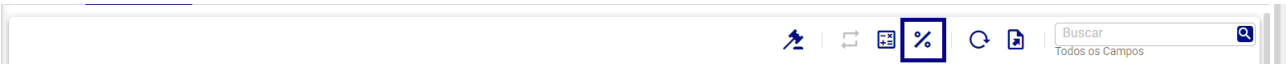

Figura 200: Cálculo por Percentual
– **Cálculo Por Percentual (Figura 200):** Esta operação recalcula todos os valores dos itens orçamentários com base no percentual cadastrado para cada item em relação ao valor dos **Impostos** definido na tela de **Percentual por Item Operacional**.